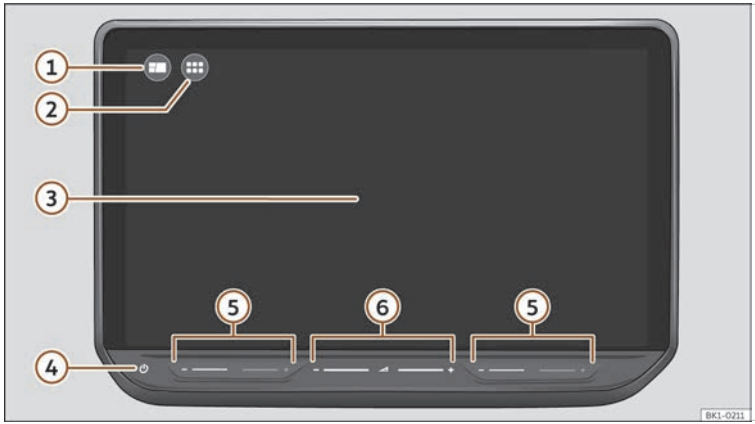

Fig. 155 Overview: control unit
Customise the top menu or the HOME ››› **Fig. 155** ① view to quickly access your favourite or most frequently used functions.